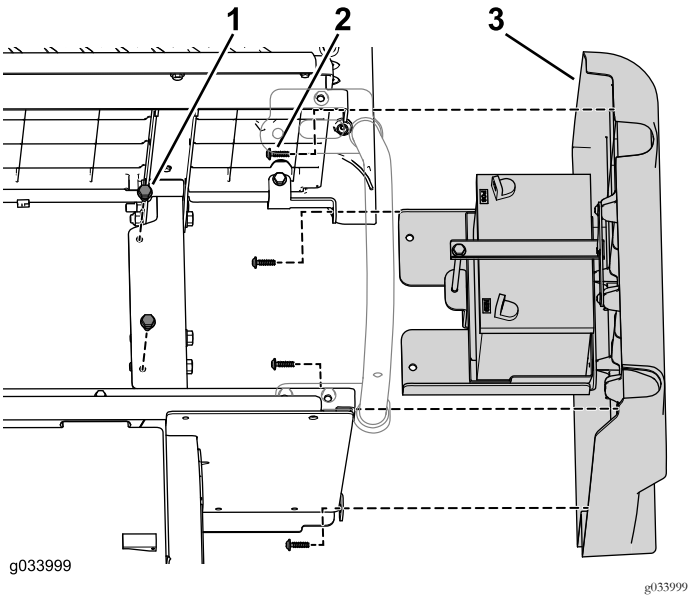

Figura 45
3. Utilize as ferragens que retirou anteriormente para instalar o conjunto do painel direito original nos painéis da base do banco traseiro (Figura 45).